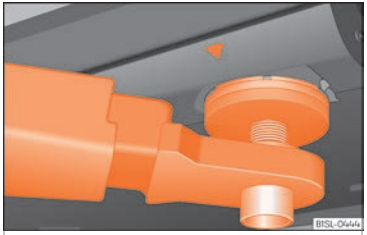
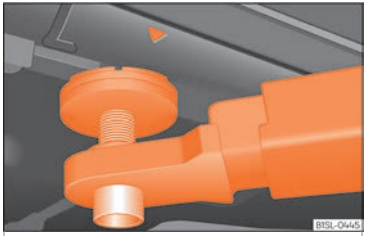

Fig. 283 Front jacking points for raising vehicle with lifting platform or jack
Fig. 284 Rear jacking points for raising vehicle with lifting platform or jack
Always use the jacking points indicated in the figures ››› Fig. 283 and ››› Fig. 284 when raising the vehicle. If the vehicle is not lifted at these points, it could be seriously damaged ››› ❗ or lead to serious injury ››› ⚠.
- **Only use the jacking points indicated in the figures ››› Fig. 283 and ››› Fig. 284 when raising the vehicle. If the vehicle is not lifted at the indicated points, it may fall from the platform while the engine or gearbox is being dismounted, for example.**